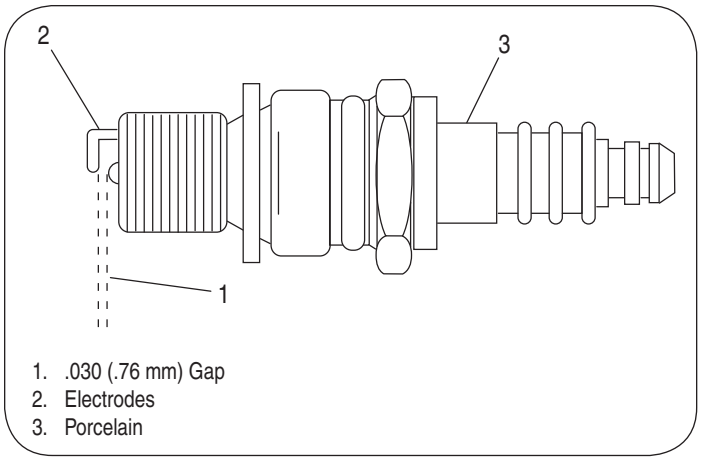

Figure 8
4. Check electrode gap with a feeler gauge and set gap to .030 (0.76mm) if necessary. See Figure 8.